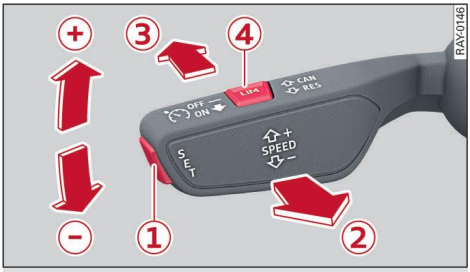

Fig. 105 Control lever: Switching the system on
- To increase or reduce the set speed in small steps, briefly push the control lever one level upwards or downwards to position ⊕/⊖ ⇨ *Fig. 105*.
- Press the control lever towards ⊕/⊖ ⇨ *Fig. 105*.
- To activate the preset speed, pull the lever towards you to position ②.